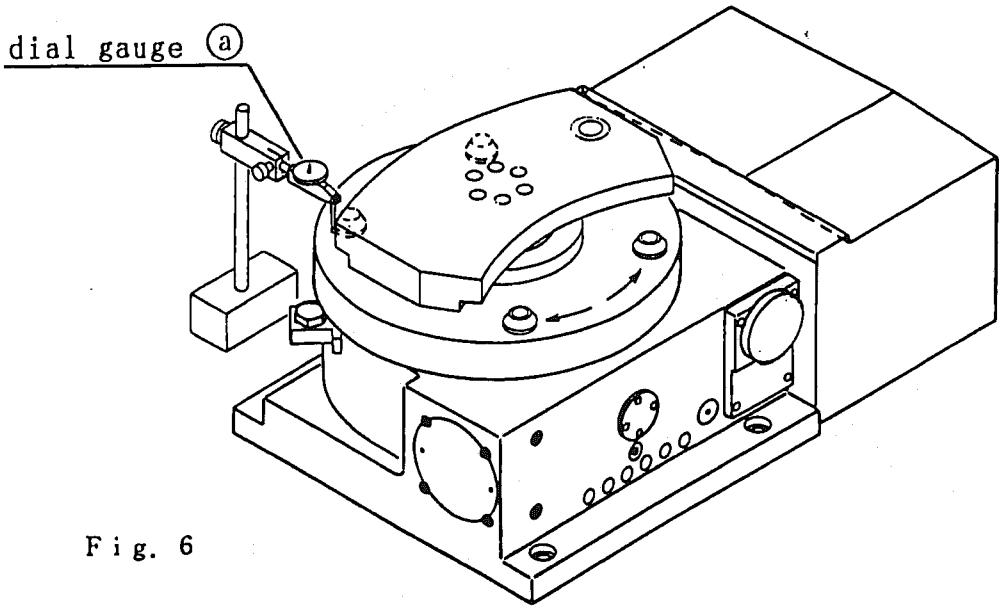

Fig. 6
⑦ Reset the dial gauge "a" as shown Fig6, loosen the backlash adjusting screw "h" and tighten the screw "i" clockwise, then the eccentric shaft will turn to bring the backlash between worm wheel and worm shaft near to zero.
⑧ Adjust the backlash from 10 to 20 microns by using the screws "h" & "i" watching a deflection of the dial gauge " a" while setting the bolt in the hole for jig installation on the surface of the table and maneuvering the bolt clockwise and anticlockwise by hand.
⑨ After completion of the adjustment, tighten the screws "c" and "d" again.
⑩ Measure the backlash again to ensure that the backlash can be adjusted from 5 to 10 microns.
⑪ After ensuring everything, reassemble the cover and fill lubricating oil.